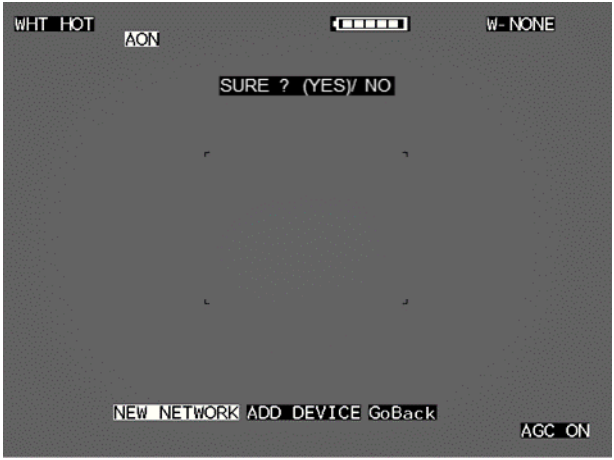

Figure 2. Pairing Confirmation.
Network Configuration AN/PSQ-42 (Figure 2).
3. From the FWS-I menu select SETUP > MANUAL > RTA > NETWORK CONFIG > NEW NETWORK. Use the LEFT button to scroll the “( )” indicators to select “(Yes)” (Figure 2) and press the MENU button to enter the selection. The FWS-I will begin the pairing operations.